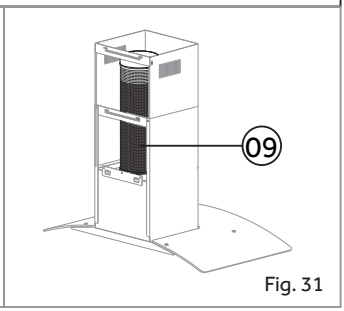

Fig. 31
4. Deixe o duto flexível totalmente comprimido. Fig 31;